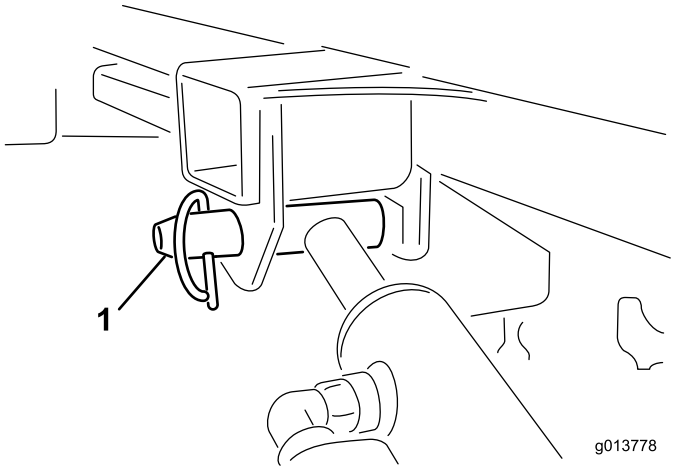

Figur 51
11. Hold løftecylinderen med en hånd. Fjern løftecylinderens låsepind (Figur 51) med den anden hånd.